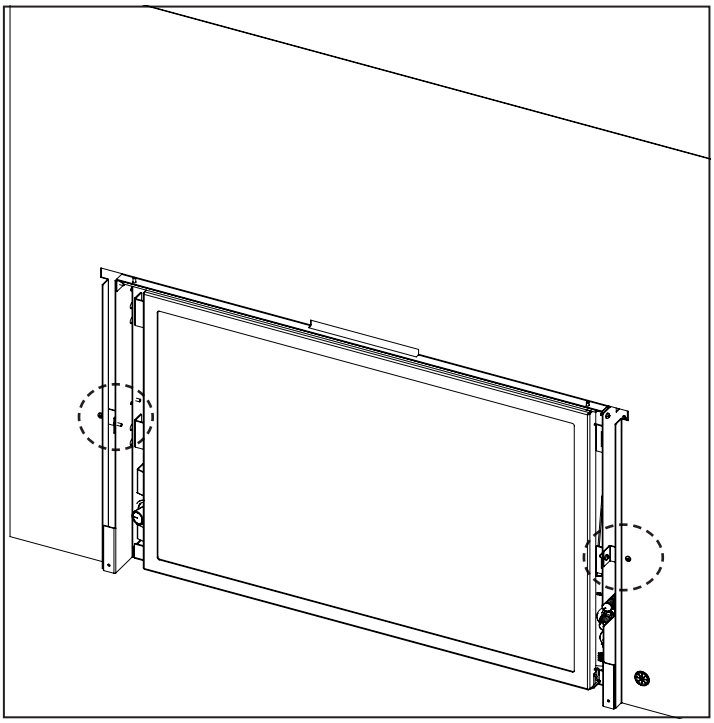

Figure 42: Trimmable Panel Installed
3. Using the remaining hardware attach the Trimmable Panel to the Panel Brackets using a T-20 Torx screwdriver (See Figure 42).
1. Attach the left, right, top/bottom brackets onto the safety screen using a T20 screwdriver and the supplied sixteen (16) #8 T20 screws (see Figure 42). Do not over-tighten the screws, doing so could cause them to strip out of the screen frame.